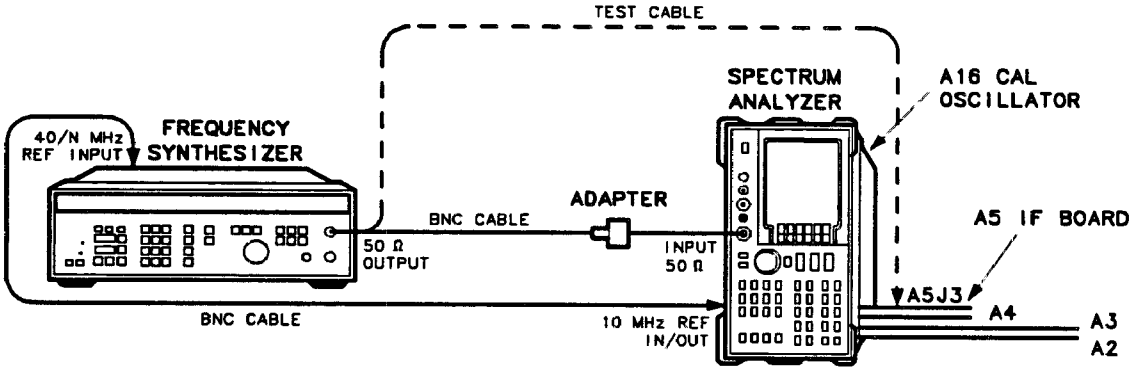

Figure 2-5. IF Amplitude Adjustment Setup
1. Set the HP 8562A/B (LINE) switch to OFF. Remove the analyzer's cover and place the analyzer in the service position as illustrated in Figure 2-5.